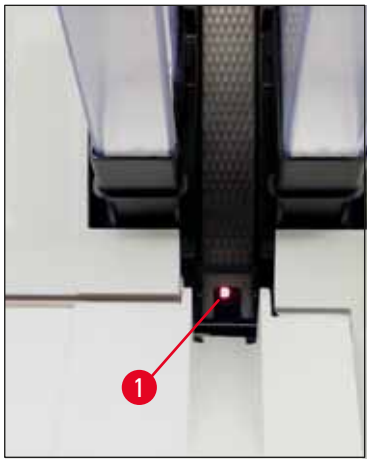

Fig. 48
- Indføringsstation (→ "Fig. 48")